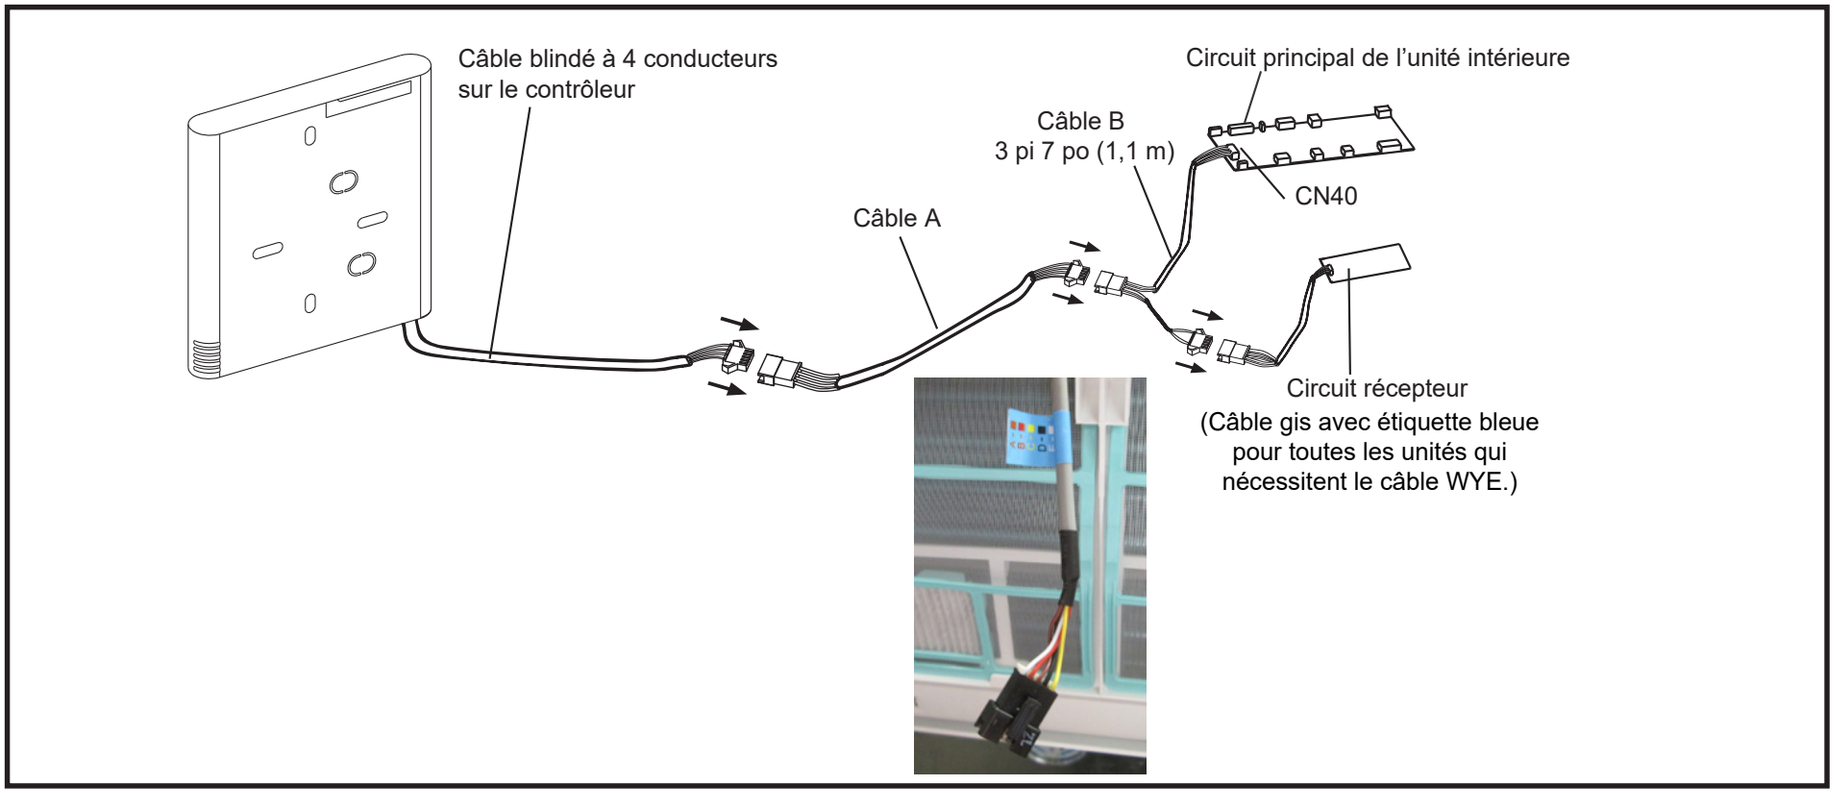

Figure 2. Câblage des unités MMDA/B, MCFA/B, M22A et M33A/B/C
1. Utiliser les schémas de câblage (Figures 2 et 6) pour connecter le contrôleur à l'unité intérieure. ***REMARQUE -*** *Les détails de connexion des unités murales diffèrent des autres types d'unités intérieures.*